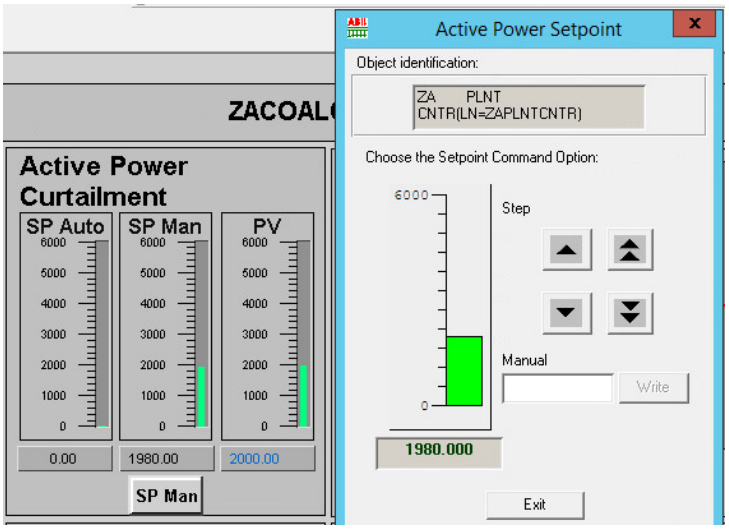

Figure 4-7 Active Power Limit Operator Set Point
Pressing the button *SP Man* (ref.7) will be opened a pop up that permits the operator to enter the set point for the Active Power Limitation (see Figure 4-7). The value can be increased or decreased with the buttons inside the pop up, or a precise value can be inserted clicking on the value and typing the requested value in the box.